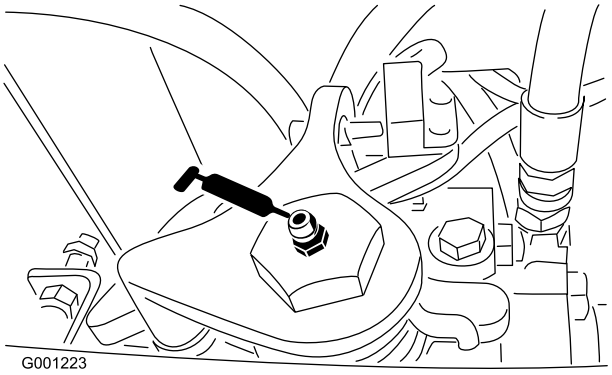

Figur 40
- Kraftoverføringsaksel, nøytral (Figur 40)